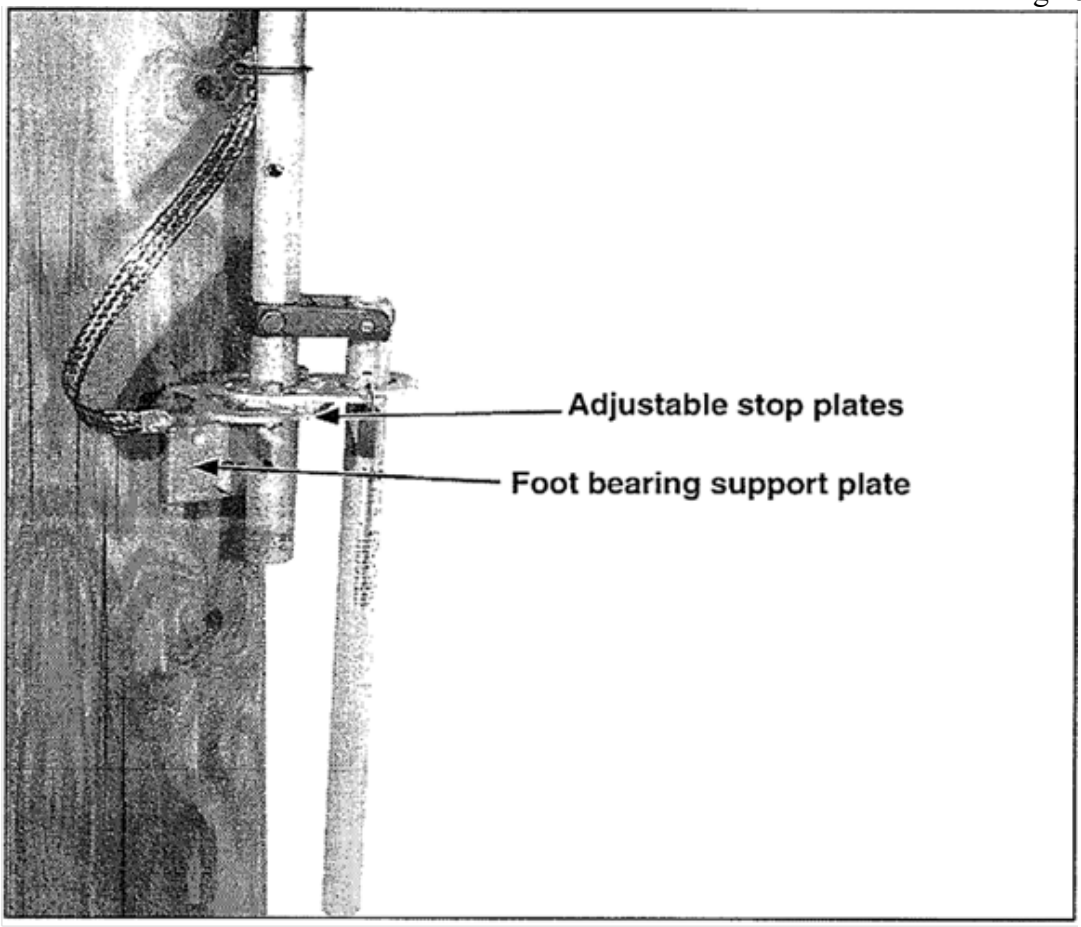

Figure 1 – Foot Bearing Assembly and Operating Handle Assembly
3. Loosen the bolts that secure the adjustable stop plates to the foot bearing support plate**. See Figure 1.**